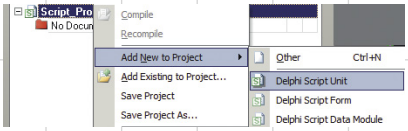

Рис. 2. Команда образования скрипт-единицы
3. Активизировать контекстное меню аналогично второму пункту и указать в нем цепочку подкоманд формирования скрипт-единицы (в нашем случае на языке программирования Delphi) **Add New to Project** → **Delphi Script Unit** (рис. 2).